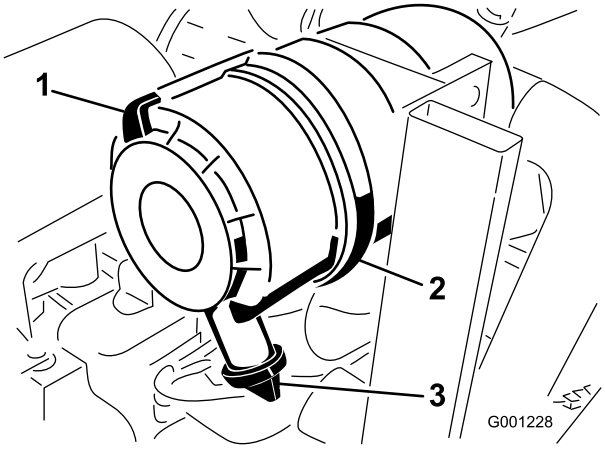

Figuur 47
1. Trek de vergrendeling naar buiten en draai het luchtfilterdeksel linksom (Figuur 47).
2. Verwijder het deksel van het luchtfilterhuis (Figuur 47).
8. Monteer het deksel met de rubberen uitlaatklep naar beneden gericht – in een positie tussen ongeveer 5:00 tot 7:00 uur, gezien vanaf het uiteinde (Figuur 47).